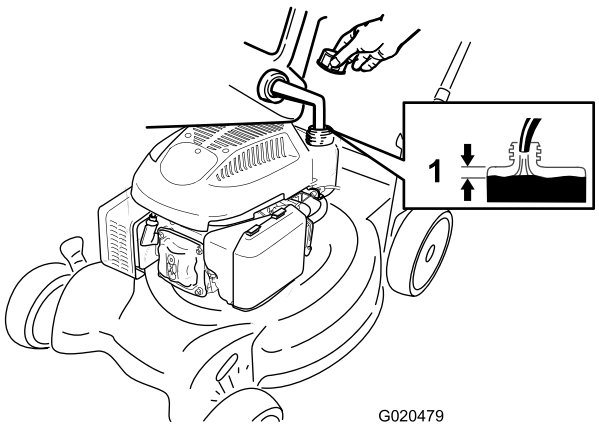

Figur 10
1. Rengör omkring tanklocket och ta bort locket från tanken (Figur 10).